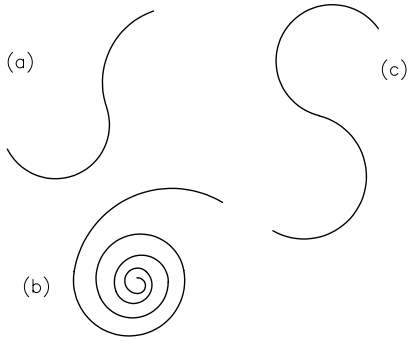

Figure 3-17 Drawing for Exercise 5(a)
a. Use the **Center**, **Start**, **Angle**, and **Continue** tools to draw the profiles shown in Figure 3-17.